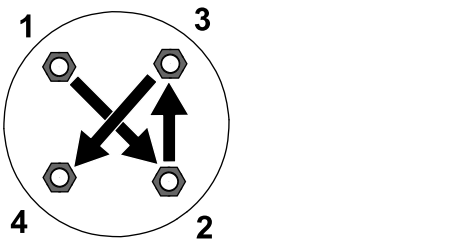

Figura 11
3. Aperte as porcas das rodas (num padrão cruzado como se mostra na Figura 11) com 108 a 122 N·m.